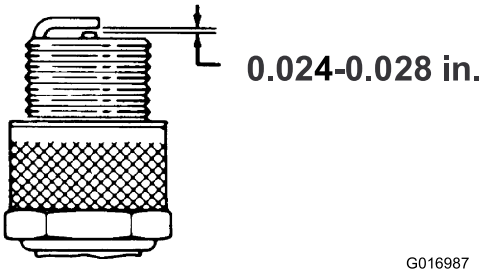

**Figur 27**
3. Sørg for, at gnistgabet er indstillet korrekt (Figur 27).